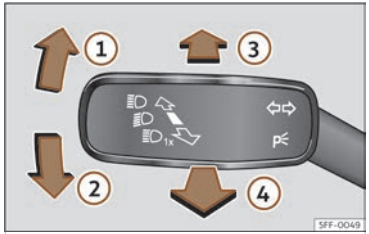

Fig. 108 Levier des clignotants et des feux de route (selon les versions).
- À partir de la position de base, poussez vers l'avant le levier des clignotants et de feux de route ››› fig. 108 ③.
- **OU :** avec l'assistant des feux de route activé, tirez vers l'arrière le levier des clignotants et des feux de route ››› fig. 108 ④.